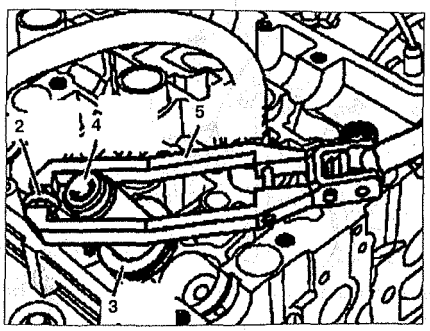

Рис. 2.38. Установите направляющее устройство 5.
3. Установите направляющее устройство **5** (см.рис.2.38).